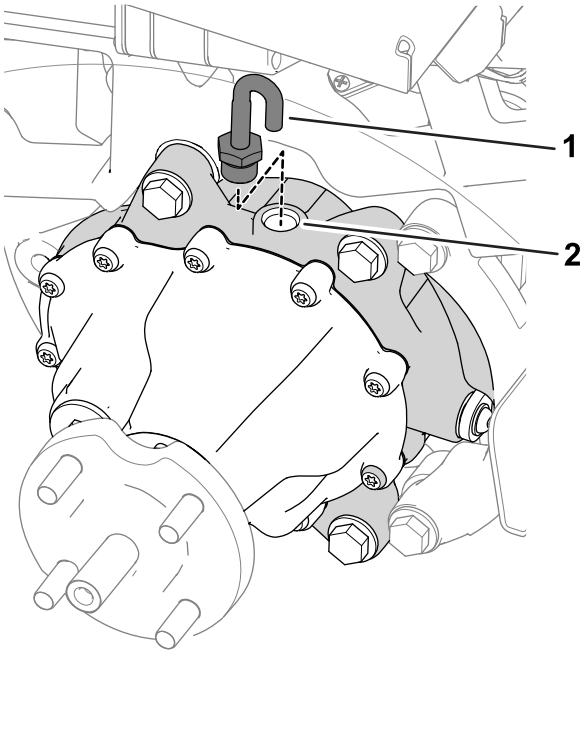

Bild 62
7. Nehmen Sie den Entlüftungsschlauch und das Anschlussstück von der Oberseite des Getriebes ab (Bild 62).
9. Montieren Sie den Entlüftungsschlauch und das Anschlussstück an die Füllöffnung (Bild 62).